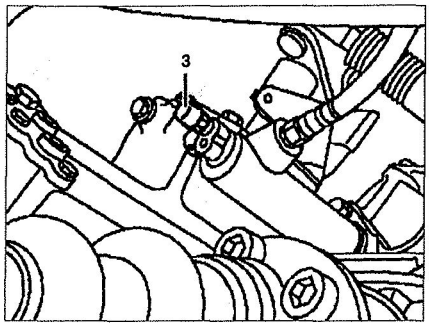

Рис. 1.40. Замените тормозную жидкость в бачке сцепления.
9. Замените тормозную жидкость в бачке сцепления с помощью болта **3** (см.рис.1.40). Открутите сливной болт до тех пор, пока свежая жидкость не начнет вытекать без воздушных пузырьков.